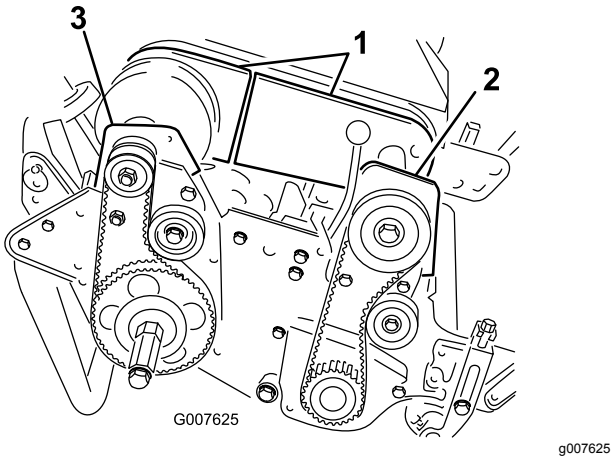

Figur 48
4. Afmonter boltene, der fastgør differentialeskærmens forreste og bageste dele til differentialehuset, og skub skærmdelene væk for at blotlægge remmen (Figur 48).
6. Afmonter de 2 bolte og 2 låsemøtrikker, der fastgør det forreste koblingshus til sidepladen (Figur 48).
8. Afmonter de 2 bolte og 2 låsemøtrikker, der fastgør det bageste højre lejehus til sidepladen (Figur 48).